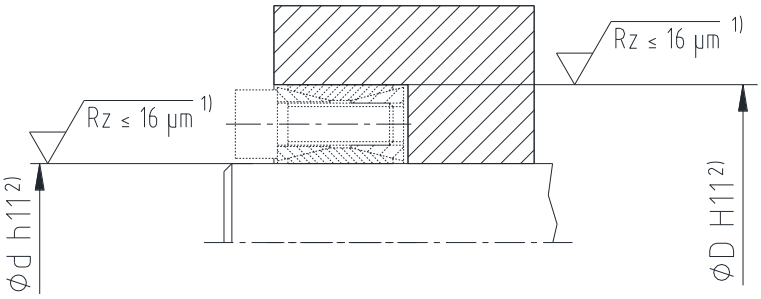

Bild 2: Toleranzen und Oberflächen
- Prüfen Sie den Wellen- und Nabensitz auf die vorgeschriebene Toleranz (siehe Bild 2).